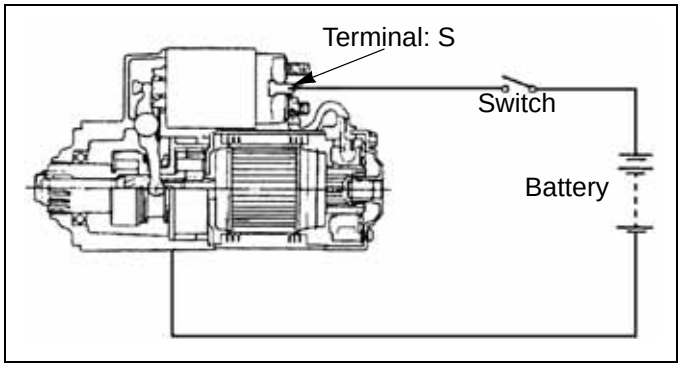

Fig. 5-34
a. Connect the starter to a battery, as shown in page 5-16, Fig. 5-34. Close switch. This will shift pinion into cranking position.